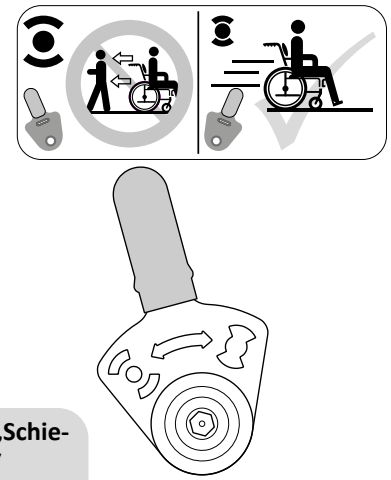
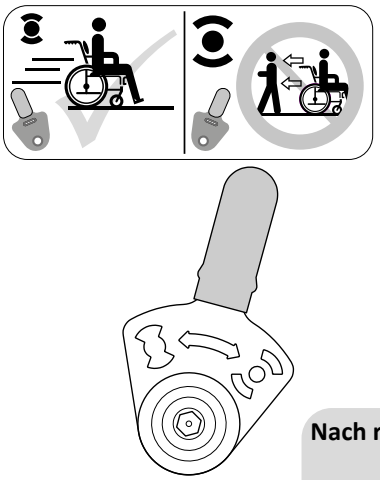
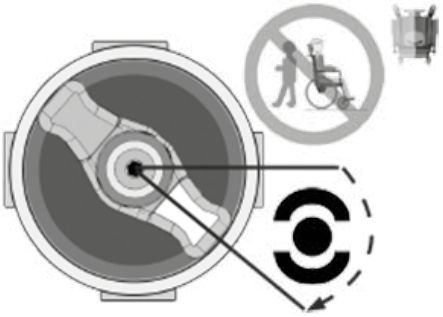
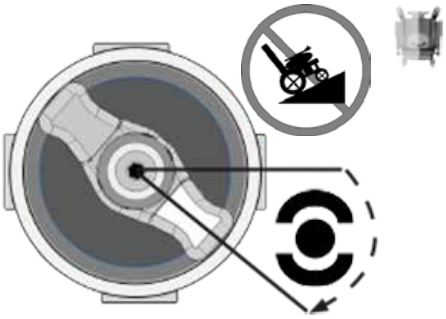

Fig. 5.4
Fig. 5.5
Fig. 5.7
Fig. 5.8
Position **„Schieben“**: Stellen Sie den Hebel so ein, dass sich der Hebel auf der Seite des Antriebsrads in der unten abgebildeten Stellung befindet (Fig. 5.4 - Fig. 5.5 oder Fig. 5.7 - Fig. 5.8).
- Den Benutzer nicht unbeaufsichtigt lassen, wenn sich der Rollstuhl in der Position „Schieben“ befindet (Fig. 5.4 - Fig. 5.5).
- Den Hebel nie an Gefällen auf die Position „Schieben“ stellen! Wenn der Freilaufhebel auf „Schieben“ gestellt ist, wird die automatische Feststellbremse deaktiviert. Dadurch kann der Rollstuhl das Gefälle nach unten rollen (Fig. 5.4 - Fig. 5.5).